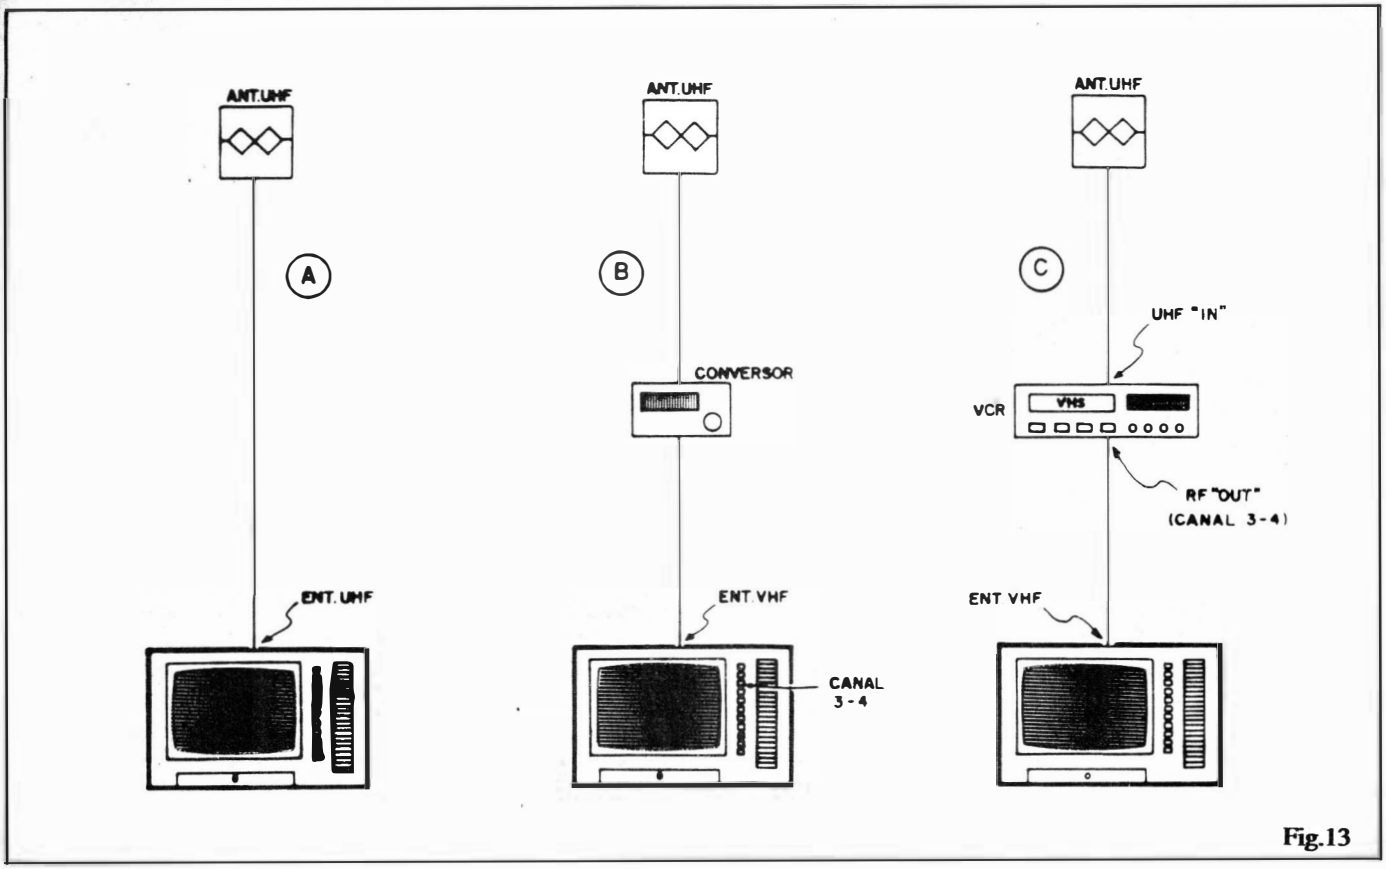

Fig.13
- **FIG. 13** - "Mas como faço para 'pegar' UHF...?". A figura mostra as três possibilidades básicas que permitirão ao Leitor receber e
- **13-C** - O televisor apenas recebe sinais de VHF, porém Você possui um vídeo-cassete, já funcionando em conjunto com a TV. Nesse caso, o cabo de descida da nossa antena deve ser ligado ao conector UHF "IN" (na traseira do vídeo). A conexão normal (já feita) entre o vídeo e a TV não precisa ser alterada. Para receber a transmissão de UHF, coloque o seletor ou teclado do televisor no canal 3 ou 4 (aquele que normalmente Você usa para ver "filmes" passados no Vídeo...), e faça a sintonia através do video-cassete. Praticamente todos os VCRs (Vídeo Cassete Record) "completos" incluem um **tunner** (sintonizador) que abrange não só a faixa de VHF como também de UHF. Obviamente o VCR deve ser **ligado** para que seu circuito de sintonia interna entre em ação... Ele fará, então, o papel de CONVERSOR (ver fig. 13-B), normalmente proporcionando uma boa recepção.
- **14-A** - Se o receptor é apenas para VHF, e optou-se pelo uso do CONVERSOR (ver também fig. 13-B). Nesse caso, como o receptor apenas tem **uma** entrada ou conetor para cabagem de antena (VHF), será necessário o uso de um outro tipo de MISTURADOR (VHF-VHF), também conhecido como "misturador" de antenas para "VHF". A ligação geral fica conforme mostra o desenho. Quando for desejada a recepção de canais de VHF "normais",basta posicionar o teclado ou seletor do televisor para o **número** do canal (o "5" pega no "5", o "7"